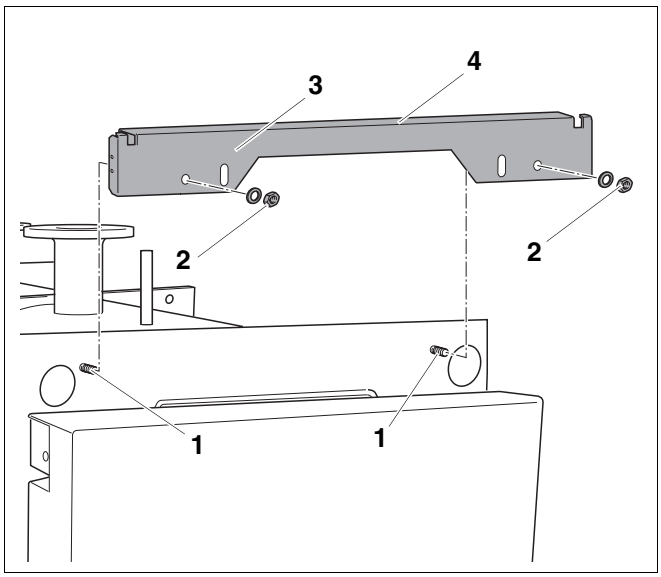
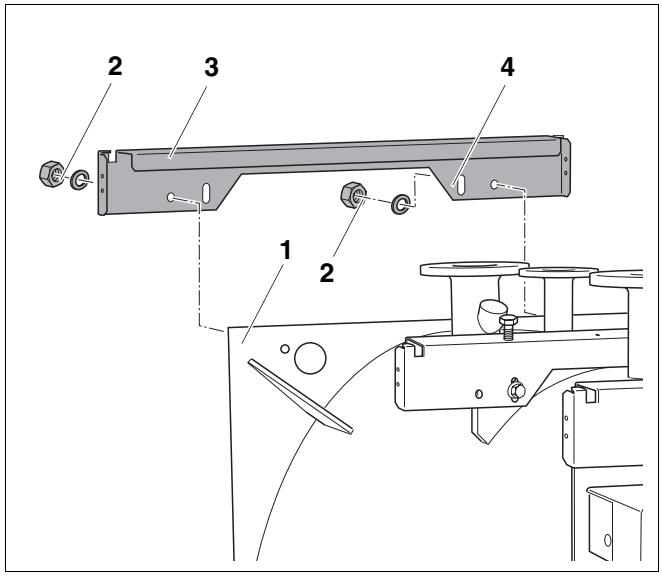

Рис. 13 Установка передней траверсы
Рис. 15 Установка задней траверсы
Следите за тем, чтобы отбортовки задней (рис. 15, **поз. 3**) и передней траверсы (рис. 13, **поз. 4**) были повернуты к корпусу котла.
- Отвернуть предварительно установленные гайки (рис. 13, **поз. 2**).
- Установить переднюю траверсу (рис. 13, **поз. 3**) на шпильки (рис. 13, **поз. 1**) и закрепить 2 гайками с шайбами (рис. 13, **поз. 2**).
- Отвернуть предварительно установленные гайки (рис. 15, **поз. 2**).
- Установить заднюю траверсу (рис. 15, **поз. 4**) на шпильки задней стенки котла (рис. 15, **поз. 1**) и закрепить 2 гайками с 2 шайбами (рис. 15, **поз. 2**).